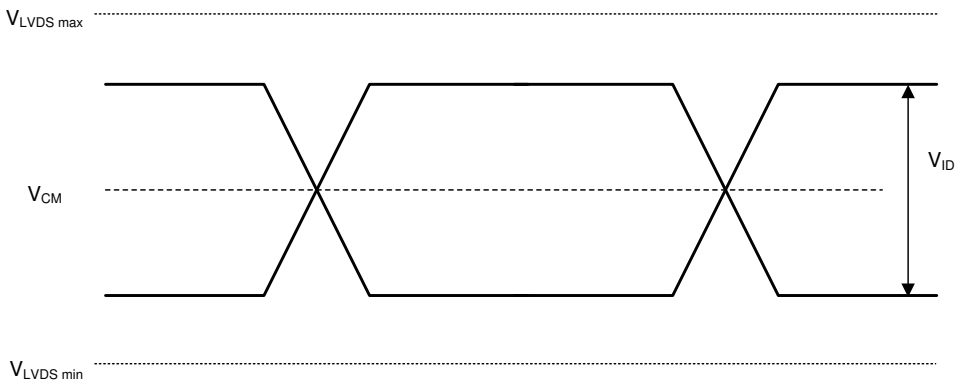

图 6-5. LVDS Waveform Parameters
(4) PWRDNZ input pin resets the SCP and disables the LVDS receivers. PWRDNZ input pin overrides SCPENZ input pin and tri-states the SCPDO output pin.
(5) See LVDS clock timing requirements in *Timing Requirements*.
(6) See Figure 6-5 for the LVDS Waveform Requirements.
(7) Simultaneous exposure of the DMD to the maximum *Recommend Operating Conditions* for temperature and UV illumination reduces device lifetime.